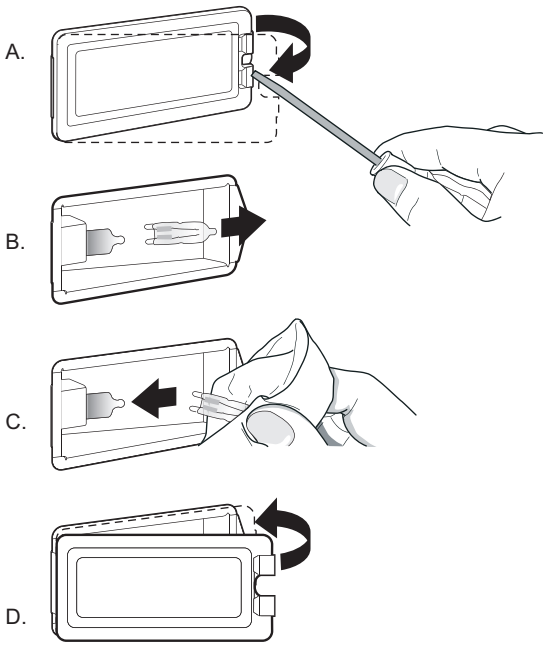

Figure 34 : Emplacement de l’ouverture
3. Insérez la pointe d’un tournevis plat entre l’attache de fixation et le boîtier de la lampe (*Figure 34*, A). Soutenez le couvercle de la lentille de verre avec deux doigts le long du rebord inférieur pour empêcher qu’il tombe sur le plancher du four. Tournez doucement le tournevis plat pour détacher le couvercle de la lentille de verre.
5. Retirez l’ampoule en la saisissant et la faisant glisser vers l’arrière jusqu’à ce que les deux broches sortent du support en céramique (*Figure 34*, B).
6. Ne touchez pas au verre de la nouvelle ampoule de remplacement avec vos doigts, sans quoi elle ne fonctionnera pas lorsque vous l’allumerez. Prenez l’ampoule de remplacement avec un linge sec et propre. Localisez les deux fentes du support de céramique en y poussant doucement les deux broches de l’ampoule (*Figure 34*, C).
8. Faites glisser la lentille de protection dans l’attache du support et poussez l’autre extrémité jusqu’à ce que l’attache de fixation s’enclenche dans le boîtier (*Figure 34*, D).